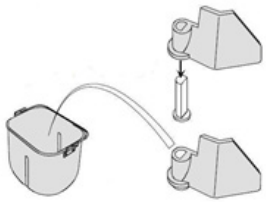

Рис. 1
• Вставьте месильную лопатку в паз, как указано на Рис. 1.